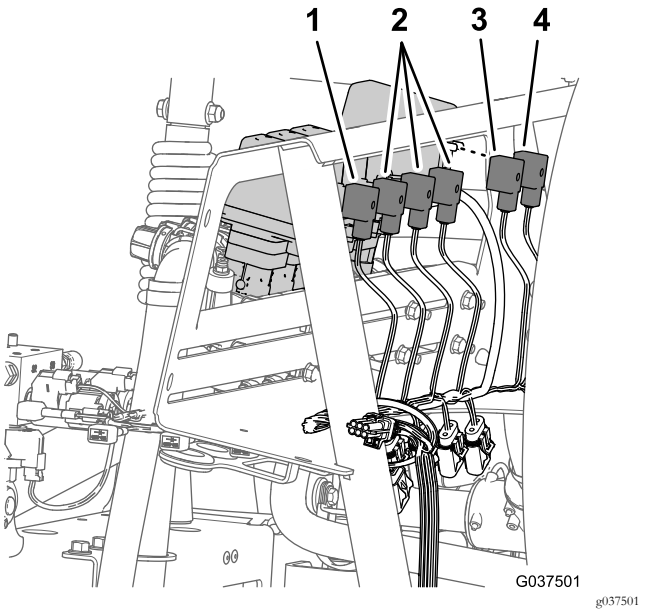

Figura 22
2. En la parte trasera del soporte del distribuidor, desconecte el conector hembra de 3 vías de la válvula de agitación y los conectores hembra de 3 vías de las 3 válvulas de sección de los brazos (Figura 22).